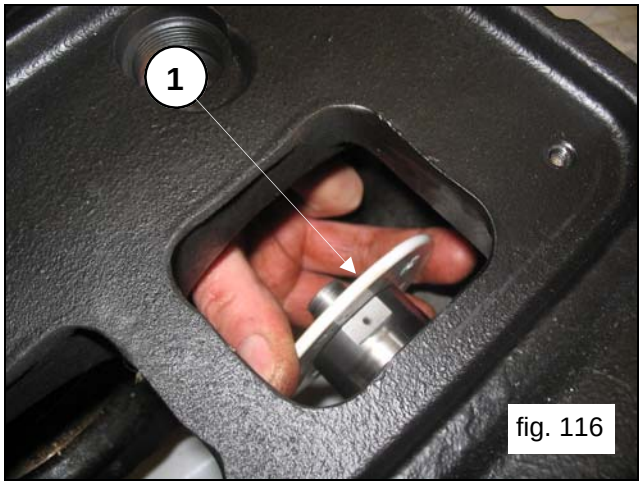

fig. 116
Remove the wiper rings from the piston guides (pos.①, fig.116).